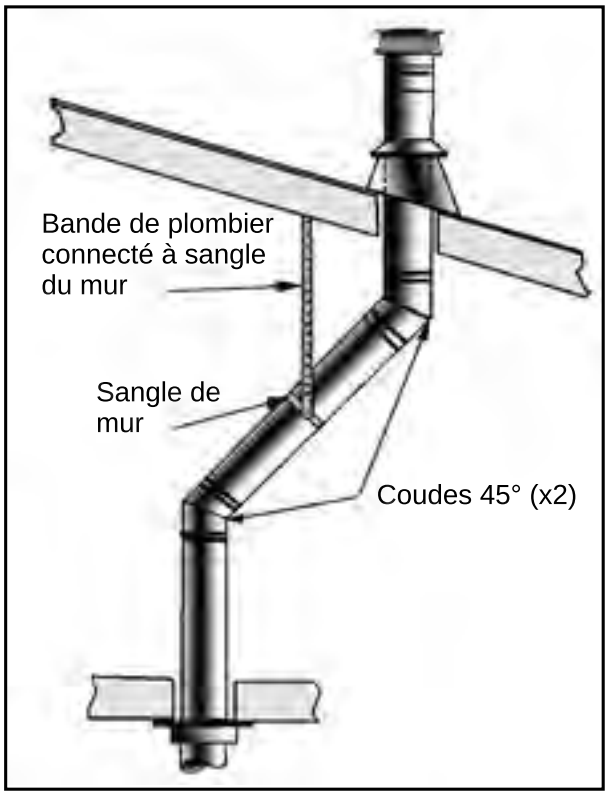
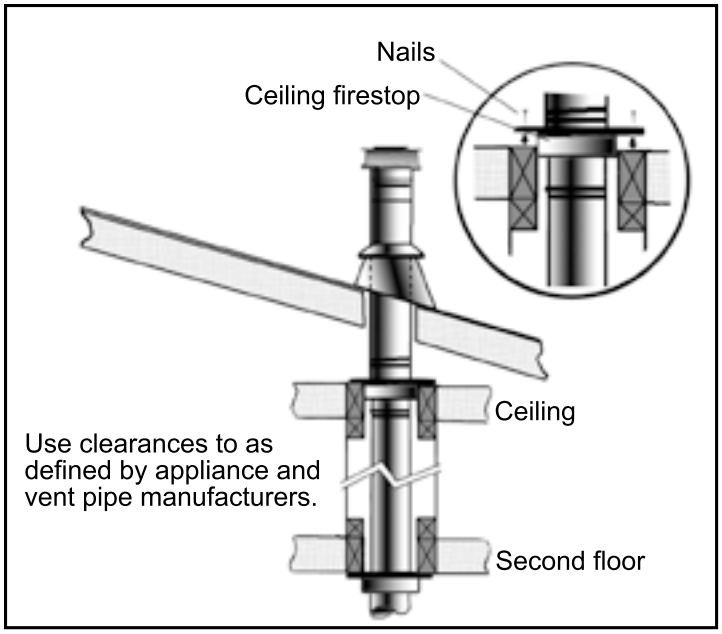

Figure 44: Use of Wall Straps.
Figure 45: Multi-Story Vent Pipe Installation.
(1) If an offset is necessary in the attic to avoid obstructions, it is important to support the vent pipe every 3 feet (914 mm), to avoid excessive stress on the elbows, and possible separation. Wall straps are available for this purpose (see Figure 44).
(2) When ever possible, use 45° degree elbows instead of 90° degree elbows. The 45° degree elbow offers less restriction to the flow of flue gases and intake air.
(3) For multi story installations; a ceiling firestop is required at the second floor, and any subsequent floors (see Figure 45). The opening should be framed to 10″ (254 mm) x 10″ (254 mm) inside dimensions, in the same manner as shown in Figure 31.
(4) Any occupied areas above the first floor, including